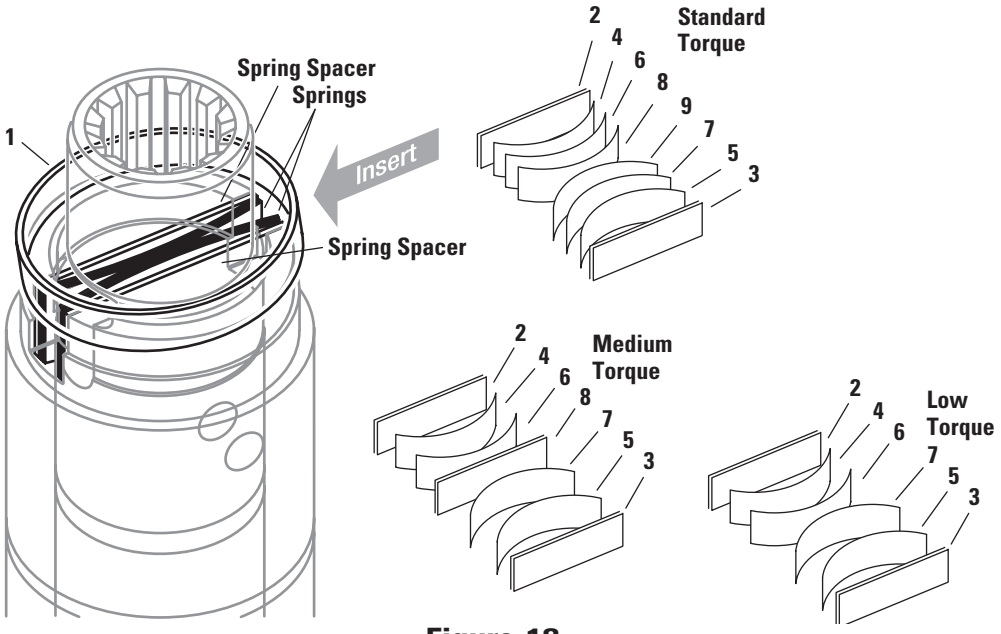

Figure 18
16. Installation of spring spacers and springs, hold spring retainer at an angle as shown (see figure 18 reference number 1), insert spring spacers and springs one at a time in sequence noted by reference numbers 2 - 9 (standard torque), 2 - 8 (medium torque), 2- 7 (low torque), then position spring retainer correctly over all these parts. Adjust alignment of spring parts with a small screwdriver.